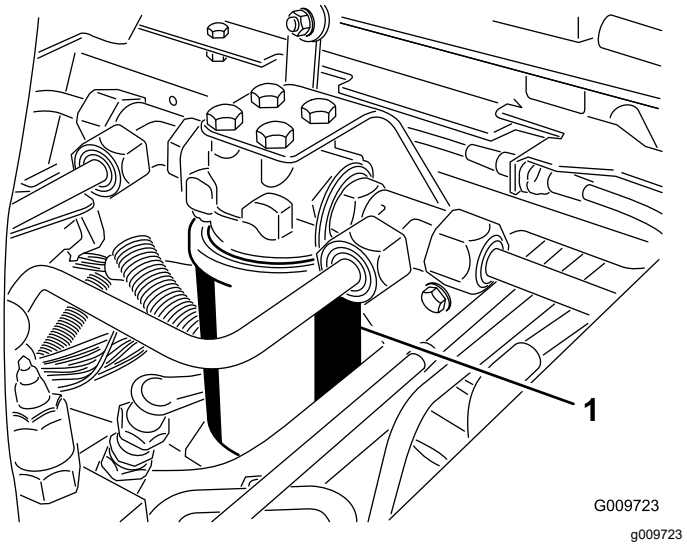
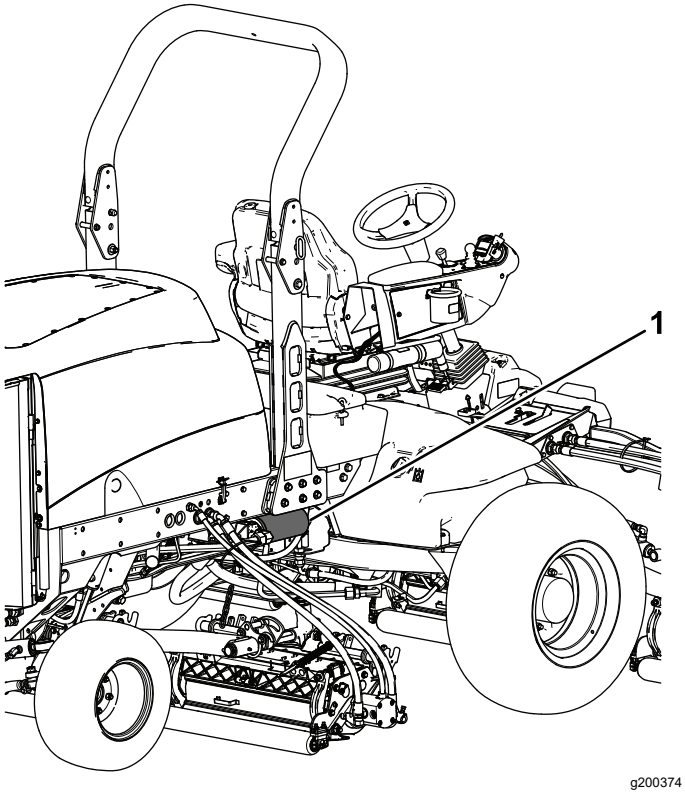

Figur 118
Figur 119
3. Placera ett kärl under filtret och avlägsna filtret (Figur 118 och Figur 119).